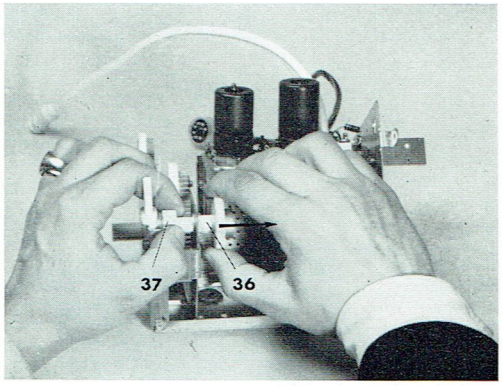

fig. 22
2° En maintenant le pignon (37) retirer par traction le pignon (36) (fig. 22).